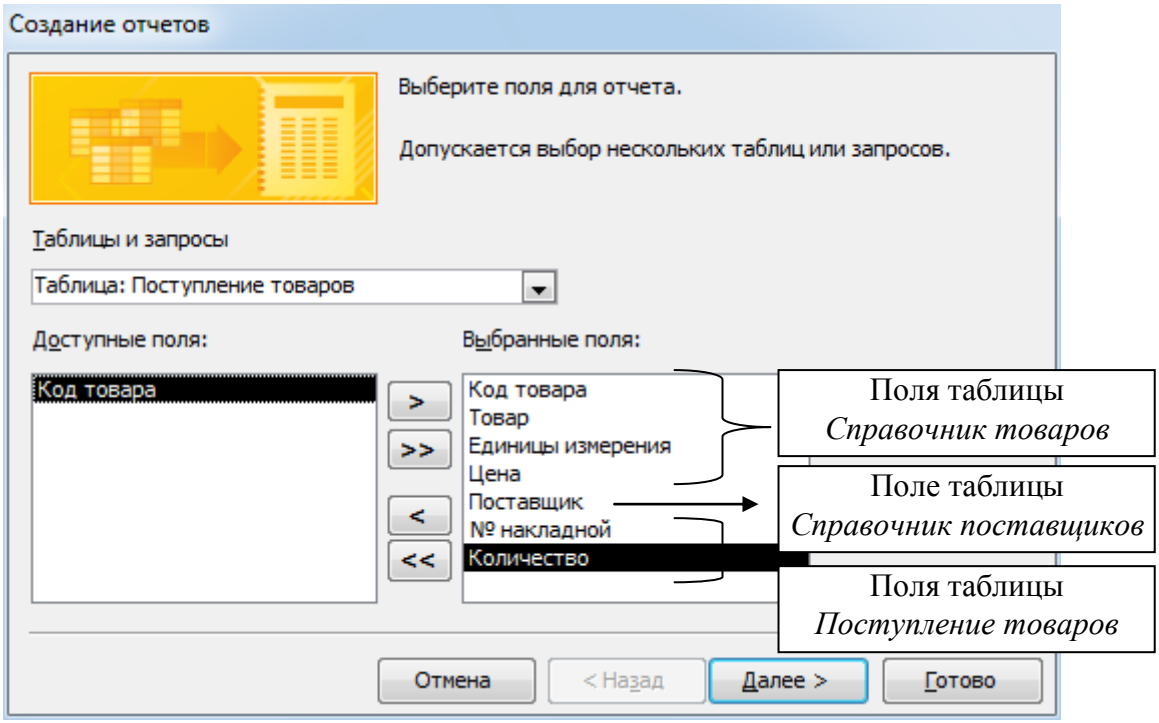

Рис. 5.15. Выбор полей
2. В разделе *Таблицы и запросы* поочередно выбираются таблицы, и соответствующие поля из раздела *Доступные поля* перемещаются в раздел *Выбранные поля* (рис. 5.15).